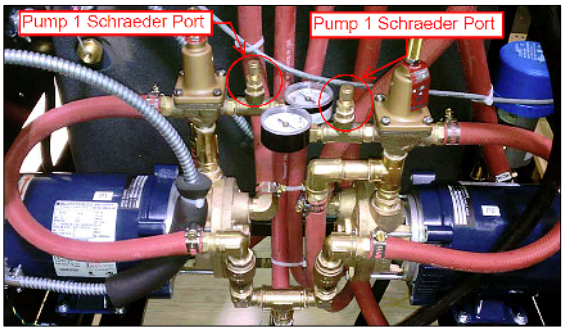

Figure 3-8 Primary/Standby Two-Pump Chiller with Schraeder Valves
4) Turn pump 1 on and depress the Schraeder valve on the pump discharge until a solid stream of water emerges (Fig. 3-8). Once complete, turn on pump 2 and follow the same steps. This will allow water to fill the circuit and remove all the air from around the check valves.